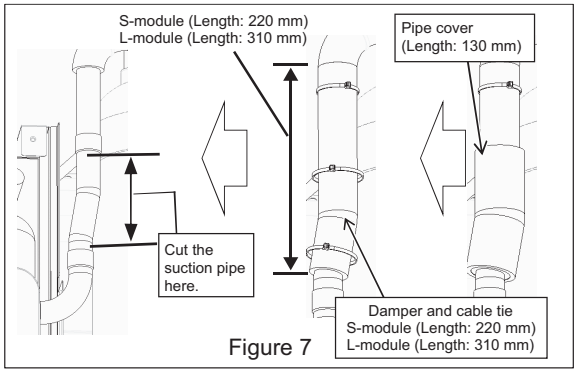

Figure 7
(7) Remove the pipe cover and the damper, and cut the suction pipe where indicated in Figure 7.
*When re-placing the pipe cover and the dumper, use the ones with the sizes shown in Figure 7, which are supplied with the replacement compressor.